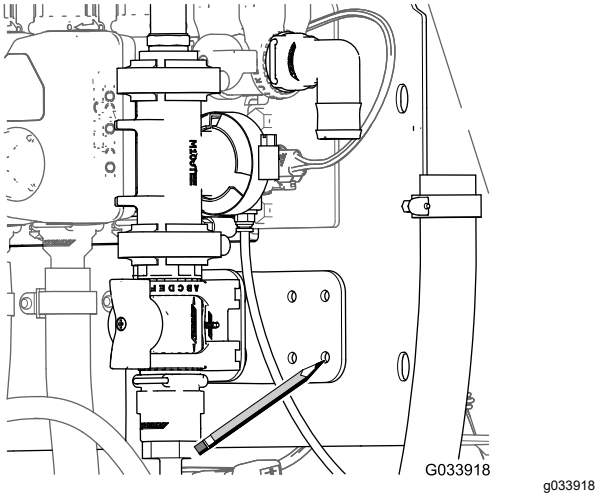

Rysunek 16
3. Korzystając ze wspornika zaworu regulacyjnego jako szablonu, zaznacz położenie otworów we wsporniku na powierzchni mocowania rozdzielacza (Rysunek 16).